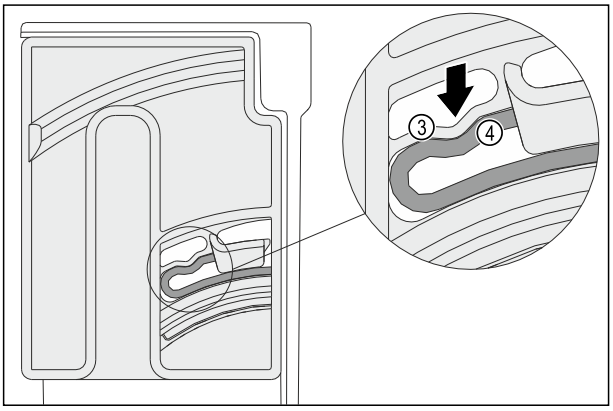

Fig. 153
▷ The elastic element *Fig. 153 (3)* of the swivel unit clicks audibly in the round mold of the ridge *Fig. 153 (4)*.